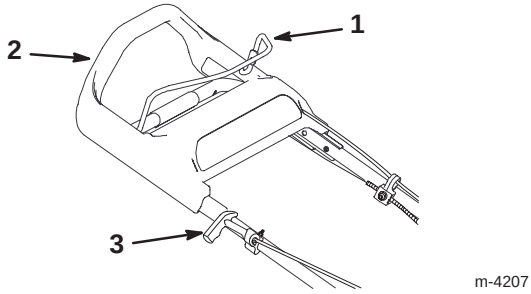

Abbildung 8
Der Startergriff und der Schnittmesserbetätigungsbügel befinden sich an der oberen Griffstange, siehe Abbildung 8.
3. Den Schnittmesserbetätigungsbügel gegen die obere Griffstange halten (Abb. 8).
4. Leicht am Startergriff ziehen, bis Widerstand gespürt wird. Dann kräftig ziehen (Abb. 8). Das Seil langsam zum Griff zurückkehren lassen.